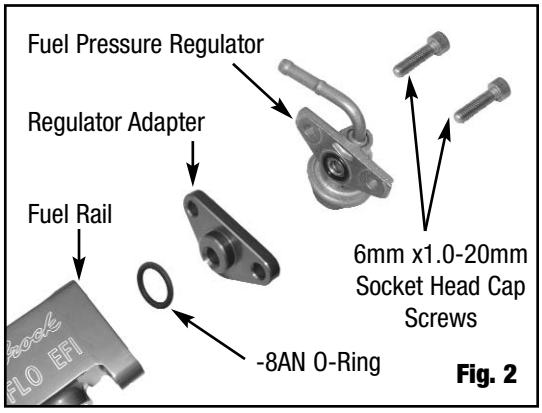

Fig. 2
1. Install the factory fuel pressure regulator to the Edelbrock Fuel Rail using the Fuel Pressure Regulator Adapter, the two 6mm x 1.0-20mm long Socket Head Cap Screws, the 1/2" I.D. 1/16", and the stock fuel pressure regulator o-ring ***(See Fig. 2)***. (If your vehicle has a purge valve mounted on the fuel rail, attach the purge valve and bracket to the Edelbrock Fuel Rail at this time.)